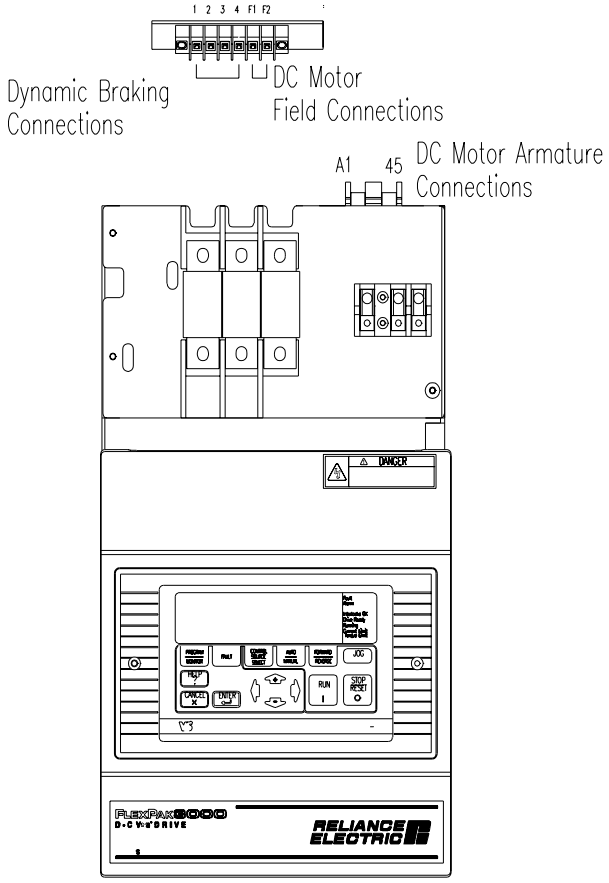

Figure 2.18 – DC Drive Motor Field and Armature Connection Locations
Step 3. **(Integrator drives only)** Connect the line fuses (1FU, 2FU, 3FU), field fuses (6FU, 7FU, 8FU), and the FN contactor to the drive as shown in figure 2.18. Note that the line and field fuses must be wired as shown in figure 2.18 to ensure proper phase relationships.
Step 2. Locate the DC motor armature and field supply leads on the drive. Refer to figure 2.18 to 2.21.